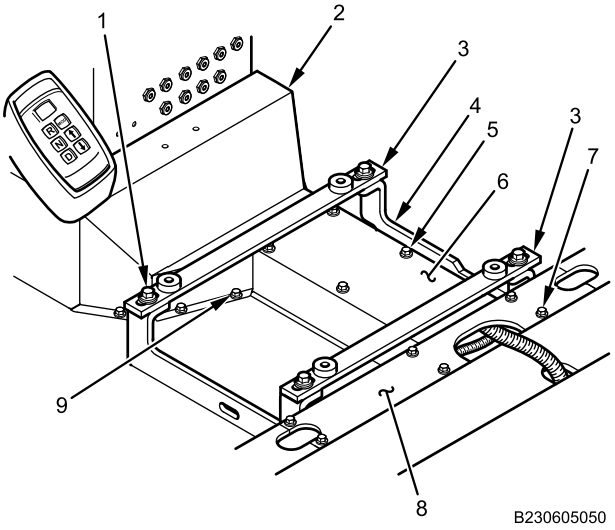

Figure 1. Power Distribution Module (PDM) Harness Electrical Storage Shield and Duct Covers.
1. Remove eight bolts (Figure 1, Item 9) and PDM harness electrical storage shield (Figure 1, Item 2).
2. Remove four bolts (Figure 1, Item 1), lockwashers, flat washers, and remove two crossbars (Figure 1, Item 3) mounted to center mounting brackets (Figure 1, Item 4).
3. Remove six bolts (Figure 1, Item 5) and electrical harness storage duct center cover (Figure 1, Item 6).
4. Remove six bolts (Figure 1, Item 7) and electrical harness storage duct rear center cover (Figure 1, Item 8).